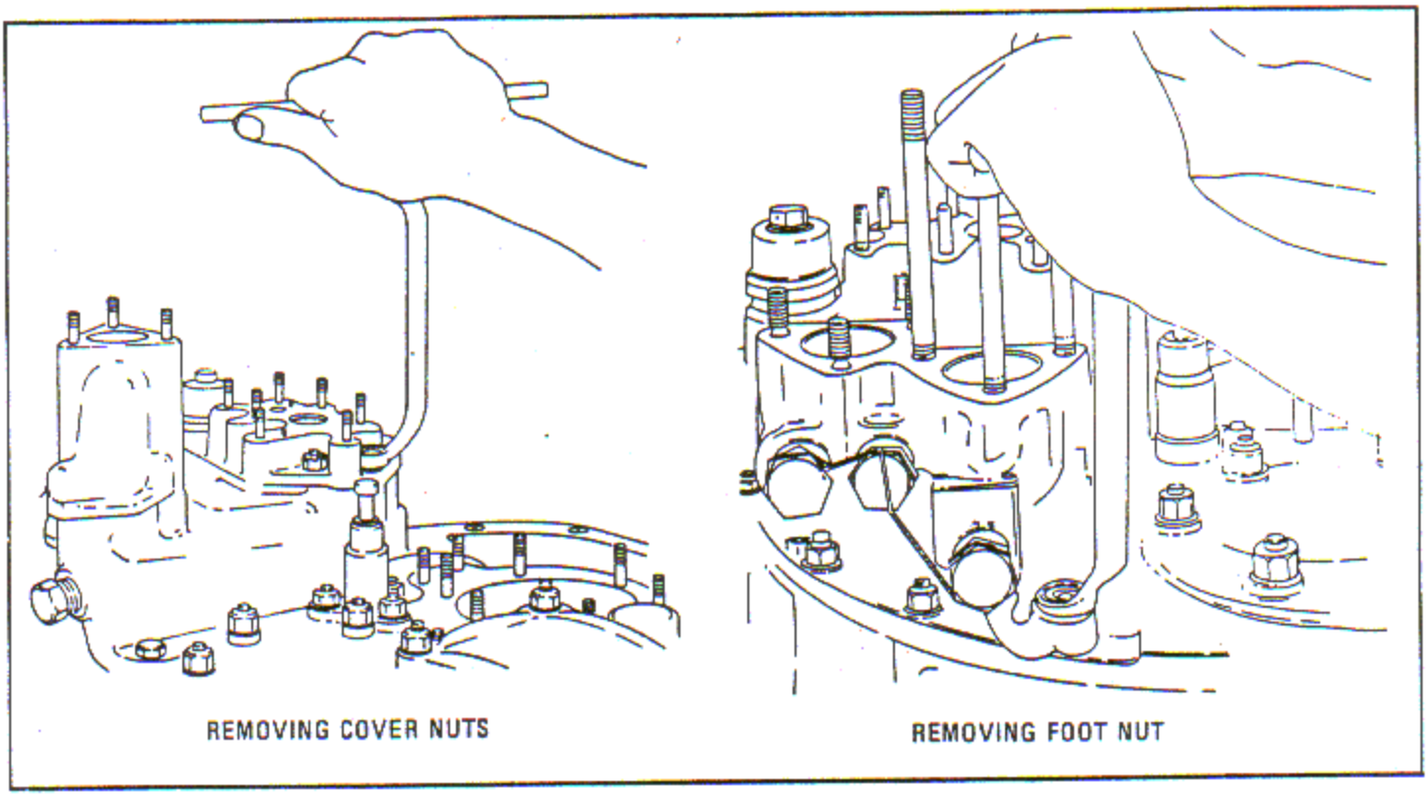

Figure 4-39. Removing Oil Pump to Rear Cover Nuts and Oil Pump Foot Nut
e. Break the lockwire, and as shown in figure 4-39, remove the remaining oil pump to rear cover attaching nut from the foot of the pump using wrench.